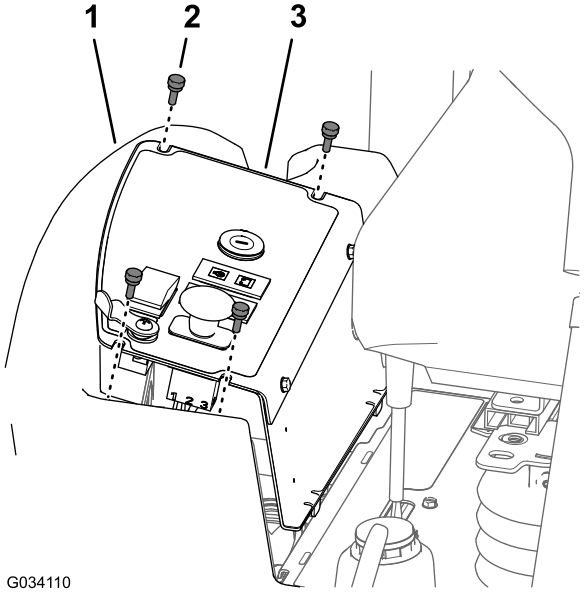

Figur 57
1. Fjern de fire fingerskruer, der fastgør kontrolpanelets plade til brændstoftanken (Figur 57).
2. Løft kontrolpanelets plade op (Figur 57).
3. Tilret hullerne i toppen af kontrolpanelets plade med hullerne i flangen på brændstoftanken (Figur 57).
4. Monter kontrolpanelets plade på flangen på brændstoftanken med de fire fingerskruer (Figur 57), du fjernede i trin 1 i Afmontering af kontrolpanelets plade (side 46).